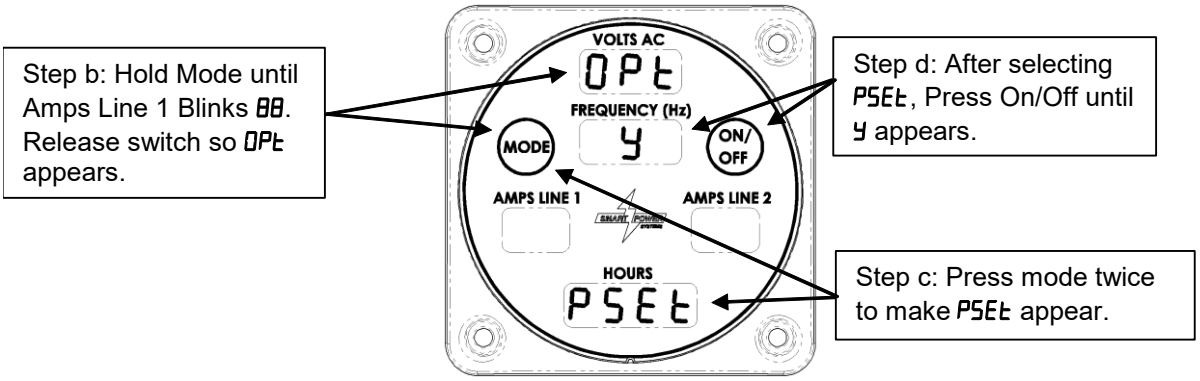

Figure 31 – Enabling Pump Set Option
b. Press and hold the Mode button until the Amps Line 1 field blinks with 88 (more than 10 seconds). Release the button while the Amps Line 1 field is blinking to make OPt appear. Reference Figure 31.